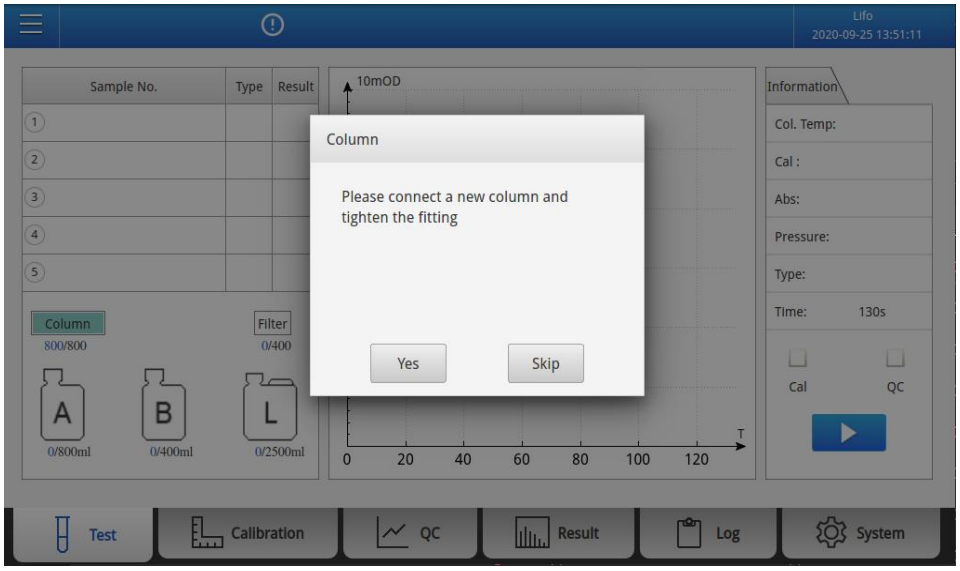

Fig. 5-9 Replacement interface
3)According to operating instruction, set the temperature of the new column which refer to the information of label printed on chromatography column packing, then click “**Yes**” button. The **Fig. 5-9** is displayed.